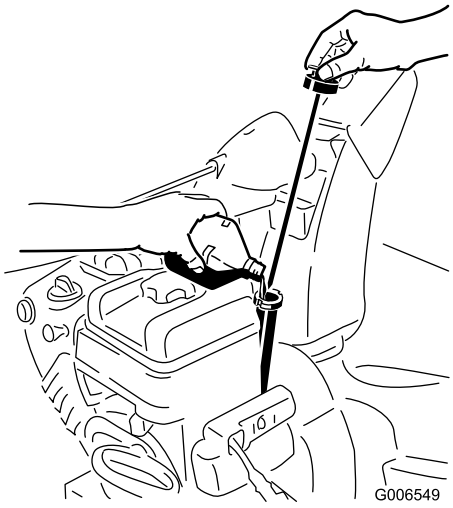

Rysunek 41
2. Następnie wyjmij wskaźnik i sprawdź poziom oleju (Rysunek 41). Jeśli poziom oleju nie przekracza oznaczenia Add na wskaźniku, uzupełnij olej. Patrz punkt Uzupełnianie oleju w silniku.